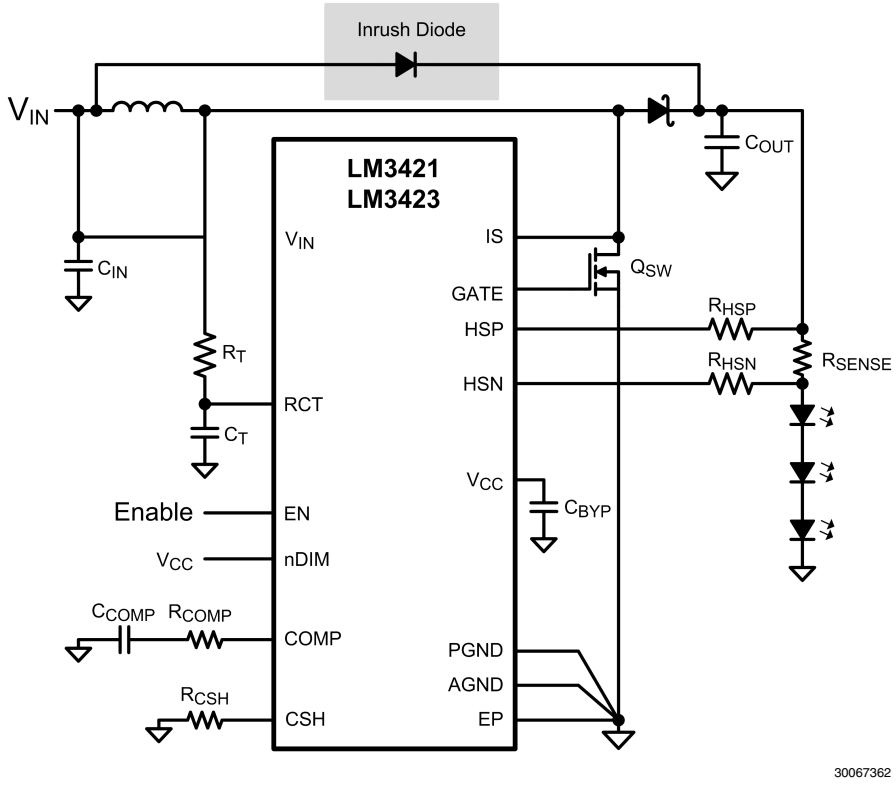

FIGURE 6. Boost Topology with Inrush Diode
- Add an inrush diode from V_{IN} to the output. See *Figure 6*